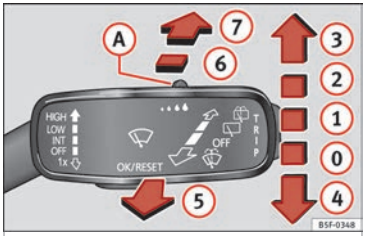

Fig. 142 Window wiper lever.
– Give the windscreen a **brief** wipe by moving the lever down to position (4) »» **Fig. 142**.
– Push the lever up to position (1) »» **Fig. 142**.
– With switch (A), adjust the wipe interval or rain sensor sensitivity.
– Push the lever up to position (2) »» **Fig. 142**.
– Push the lever up to position (3) »» **Fig. 142**.
– Pull the lever towards the steering wheel, position (5) »» **Fig. 142**, and the windscreen washer and wipers are switched on.
– Press the lever forward to position (6) »» **Fig. 142** and the rear window wiper will run every 6 seconds.
– Press the lever fully forward to position (7) »» **Fig. 142** and the rear window wiper and washer switch on at the same time.
– Release the lever. The rear window washer will stop and the rear window wipers will keep running for 1-3 wipes (depending on the jet operating time). **When released, the lever remains in position (6).** »
– Move the lever to position (0) ››› Fig. 142.
The headlight washers operate briefly if the dipped headlights or headlights are on and the lever is moved to position (5) ››› Fig. 142. The headlight washer system also operates every 10 windscreen wash cycles.